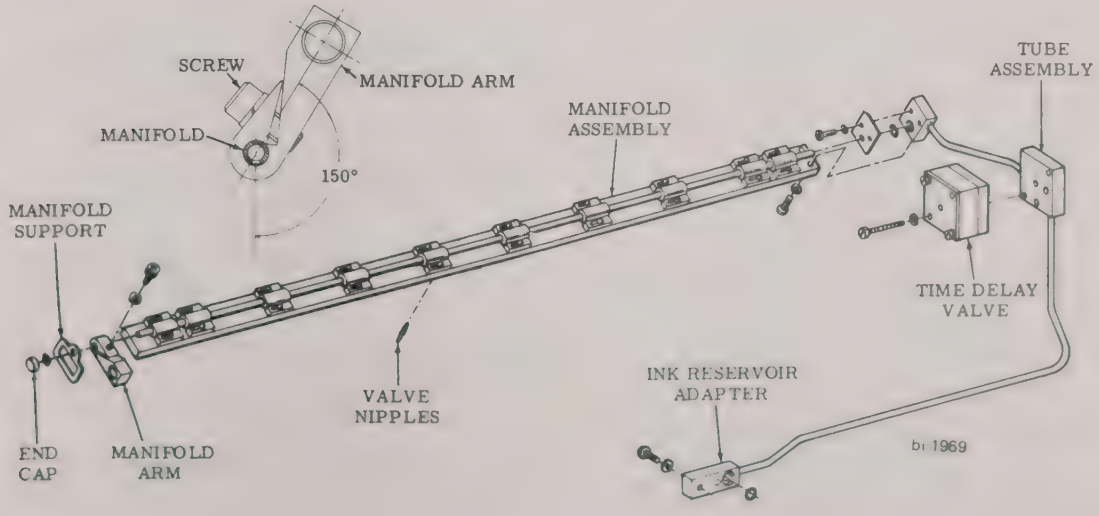

FIGURE 6-22 INK MANIFOLD ASSEMBLY
NOTE: Refer to Figure 6-22.
1. Slide manifold arm onto manifold and locate in position as shown in Figure 6-22. Apply locktite (grade E) or equivalent to threads of screw and tighten screw to 17 in-lb± 1 in-lb.
2. Assemble time delay valve as shown in Figure 6-22.